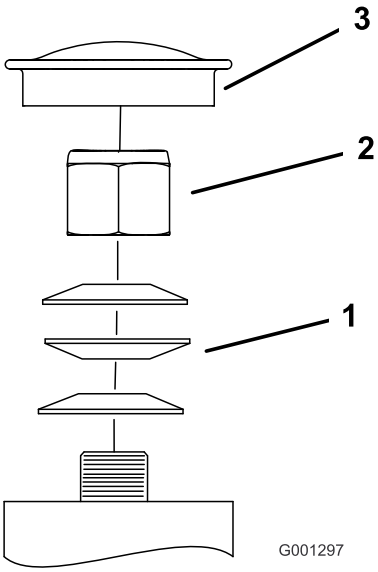

Figur 60
3. Fjern støvkoppen fra styringen og trekk til låsemutteren (Figur 60).
4. Trekk til låsemutteren inntil fjærskivene er flate og gå deretter tilbake 1/4 omdreining for å stille forhåndsbelastningen på lagrene korrekt (Figur 60).
**Viktig: Påse at fjærskivene er montert korrekt slik det vises i Figur 60.**
5. Sett på støvkoppen (Figur 60).